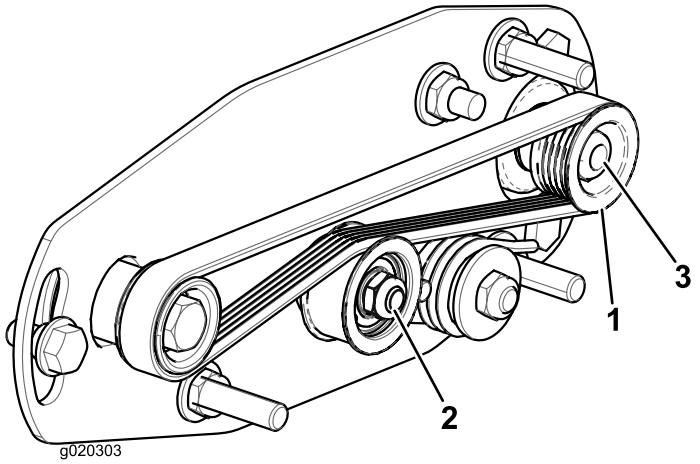
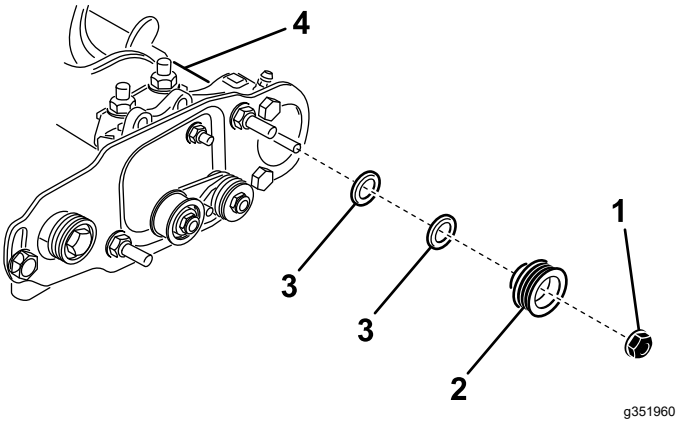

図 24
図 25
注 受動プーリローラブラシのシャフト位置のは内外に動かすことができます図 24。
2. リールを回しながらつまり駆動プーリを回しながら、駆動プーリからベルトをはずす図 24。
3. 受動プーリをブラシシャフトに固定しているロックナットを取り外す図 24または図 25。
4. シャフトから受動プーリを取り外す図 25。
5. プーリを外側に出したい場合には、0.8mm 厚のワッシャを1枚入れる図 25。